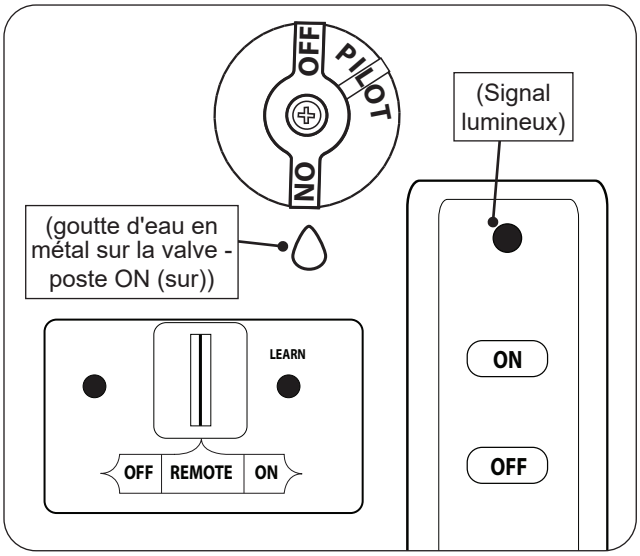

Fig. 49-1 Remote lighting
1. Assurez-vous que la veilleuse brûle. Tournez le bouton de commande dans le sens antihoraire sur **ON** (sur) (voir Fig. 49-1).
2. Localisez l'interrupteur à 3 positions sur le récepteur à distance et faites glisser l'interrupteur sur **REMOTE** (télécommande) (voir Fig. 49-1).
3. Localisez la télécommande et appuyez sur le bouton **ON** (sur) (voir Fig. 49-1). La séquence d'allumage commencera.